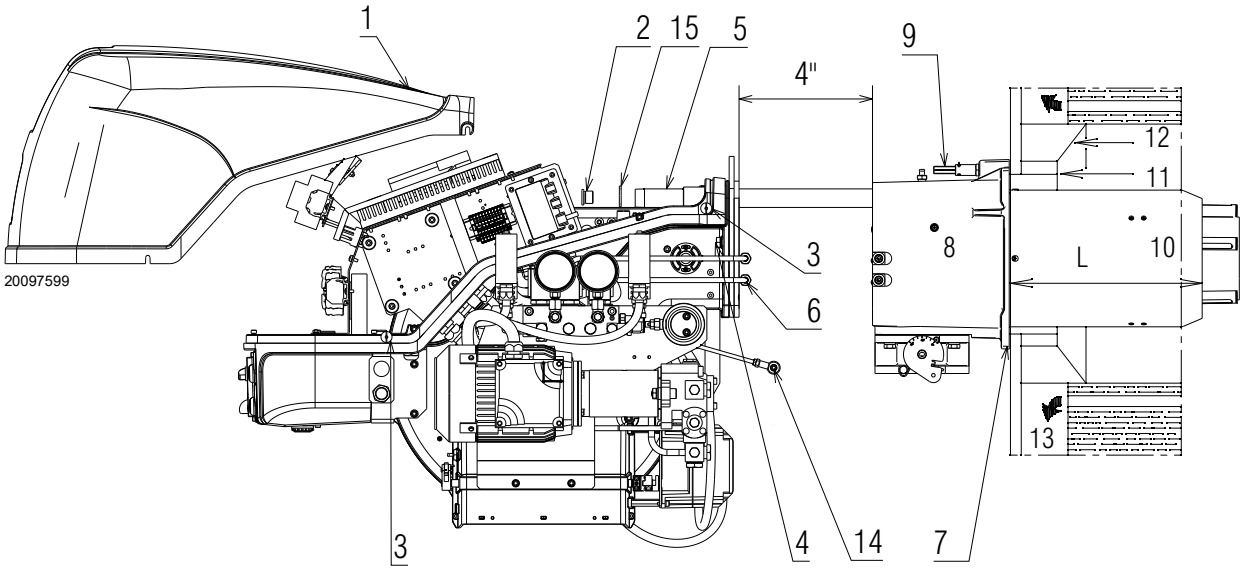
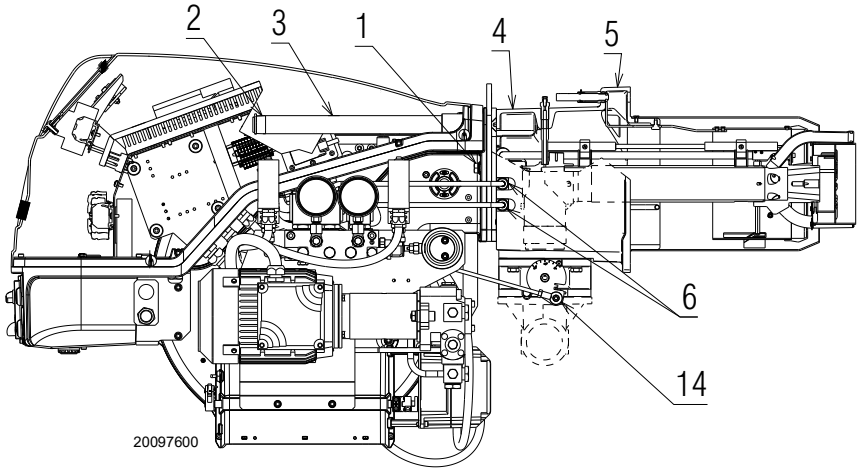

Fig. 12
Fig. 24
Detach the combustion head from the burner, (Fig. 12):
- ➤ Refit the burner to the slide bars 3)(Fig. 24) at approximately 4” from the sleeve 4) - burner positioned as shown in Fig. 12, page 19 - insert the ignition electrode cables;
- ➤ slide the burner up to the sleeve so that it is positioned as shown in Fig. 24;
- ➤ refit screws 2)(Fig. 24) on slide bars 3) including the safety plate 15)(Fig. 12, page 19);
- ➤ connect the oil pipes again by screwing on the two connectors 6)(Fig. 12, page 19).